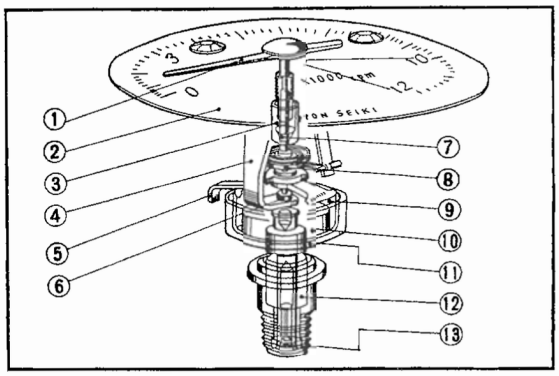

Fig. 5.76 Interior construction
①	Total	②	5th gear
③	4th gear	④	3rd shaft
⑤	2nd shaft	⑥	1st shaf (magnet shaft)
5. Speedometer and tachometer are independent, with both having wide angular indicating dials, making it easy to read. Further, its gives and and addes sporty appearance. **(Fig. 5.76)**